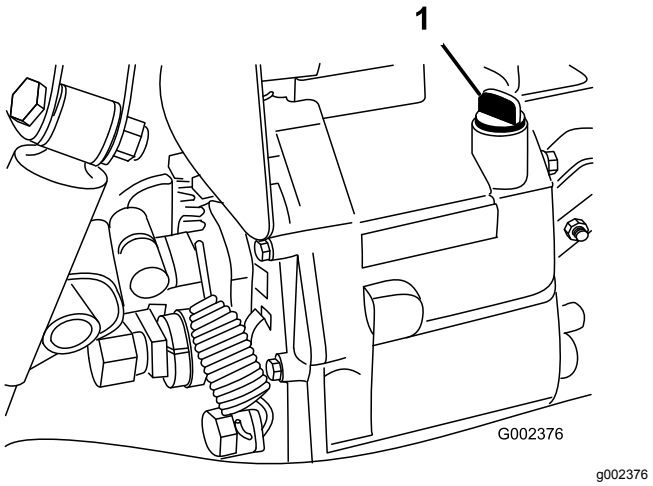

**Bild 68**
4. Reinigen Sie den Bereich um den Peilstab (Bild 68).